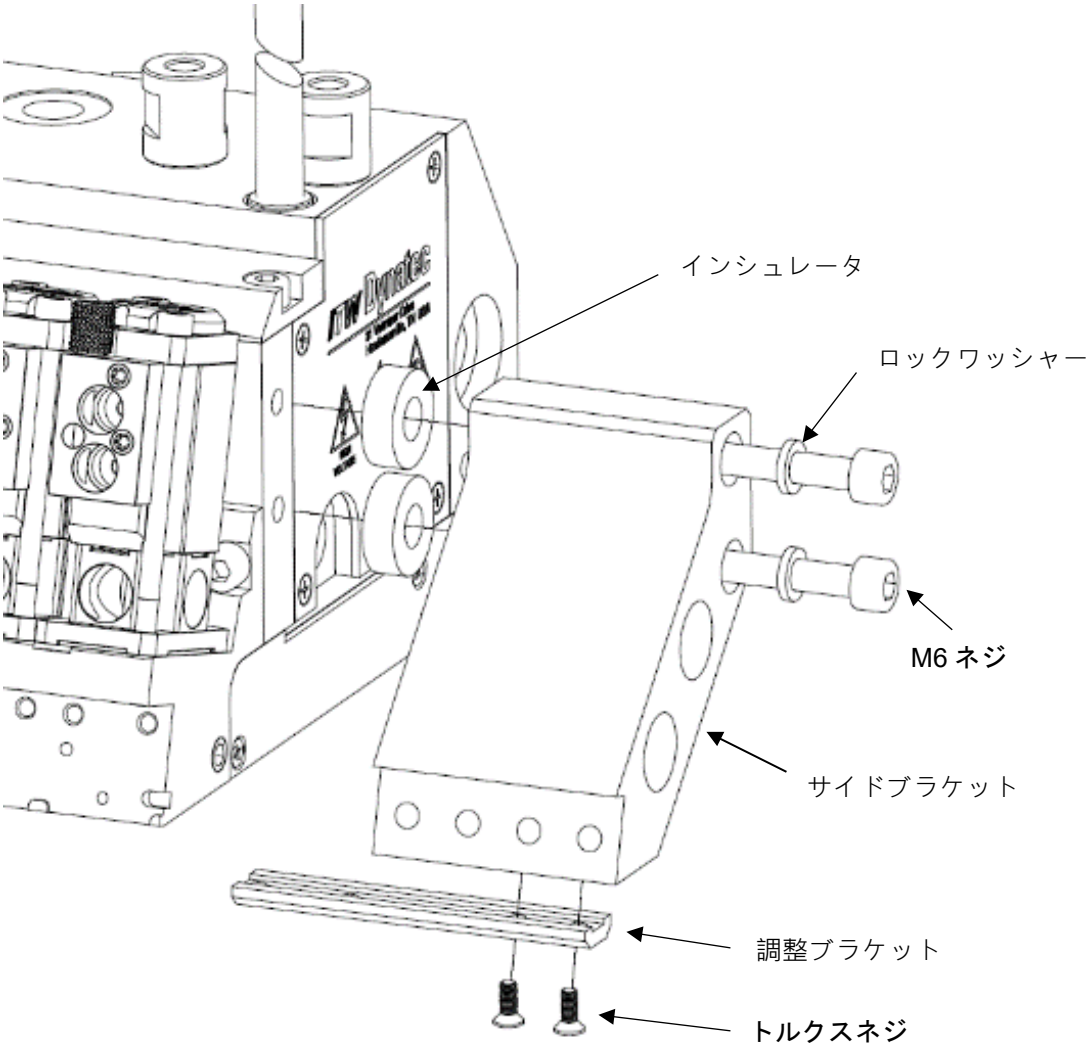

図 1-右側のキットが表示されています
5. 絶縁体、ロックワッシャー、長い M6 ネジ 2 本で、両側のブラケットを左右のアプリケーターに緩く取り付けます。 図 1 および第 8 章の図を参照してください。
7. 両方の長い M6 ネジをしっかりと締めます。 図 1 を参照してください。